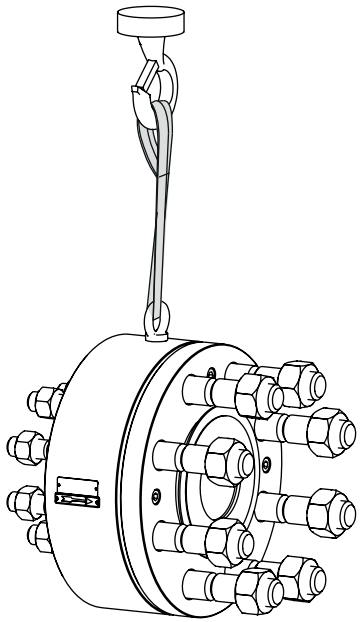

Afb. 4-1: *Type 3381-3-X zonder ventiel*
➔ *Als hefwerktuighulpmiddel een haak met veiligheidssluiting gebruiken (zie Afb. 4-1), zodat de hefwerktuighulpmiddelen bij het hijsen en transporteren niet van de haak kunnen afglijden.*
– Als hefwerktuighulpmiddel een haak met veiligheidssluiting gebruiken (zie Afb. 4-1), zodat de hefwerktuighulpmiddelen bij het hijsen en transporteren niet van de haak kunnen afglijden.
1. De heflus aan de draagogen/ringschroeven of de externe geluiddemper en aan het hefwerktuighulpmiddel (bijv. een haak) van de kraan of vorkheftruck bevestigen, zie Afb. 4-1.